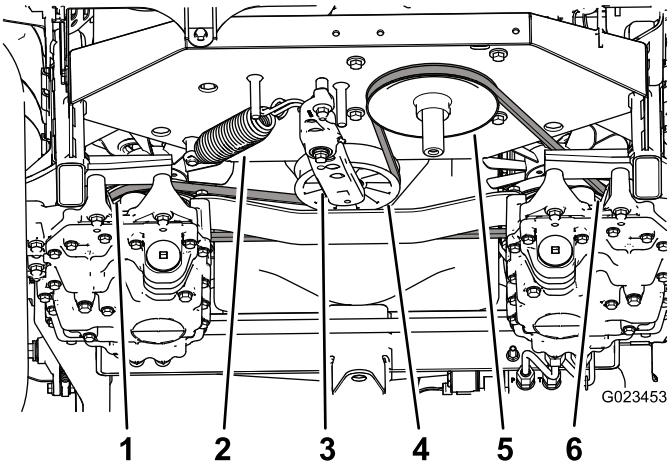

**Figur 57**
3. Använd en spärrhake i det fyrkantiga hålet i spännarmen som motvikt mot spännfjädern (Figur 57) och lossa remmen från remspännarskivan.
4. Haka loss spännfjädern från spännarmen och ramen (Figur 57).
9. Montera fjädern på spännarmen och ramen (Figur 57).